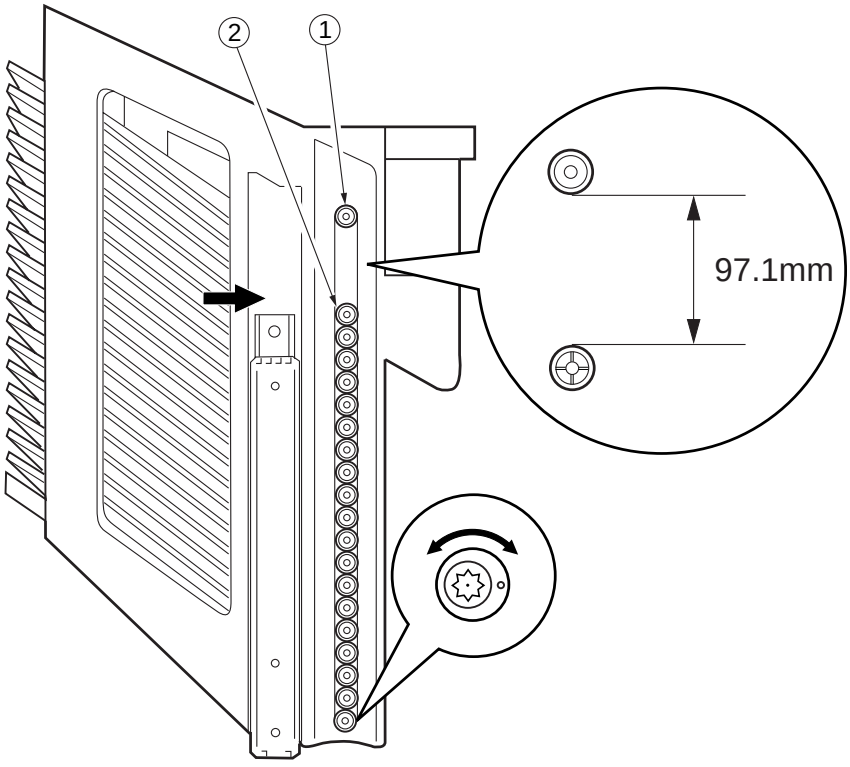

Figure 5-111
Placing the bin unit upright, and measure the distance between the top dummy rol ① and the bin roll ②. If the distance is too large, turn the bottom dummy roll counterclockwise (Figure 5-111) so that the distance is as close to 97.1 mm as possible. (Turn it clockwise if the distance is too small.)